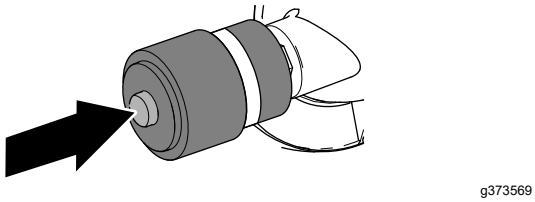

**Figuur 83**
1. Als er een rode band op de onderhoudsindicator verschijnt, moet u op de resetknop aan het uiteinde van de indicator drukken (Figuur 83).